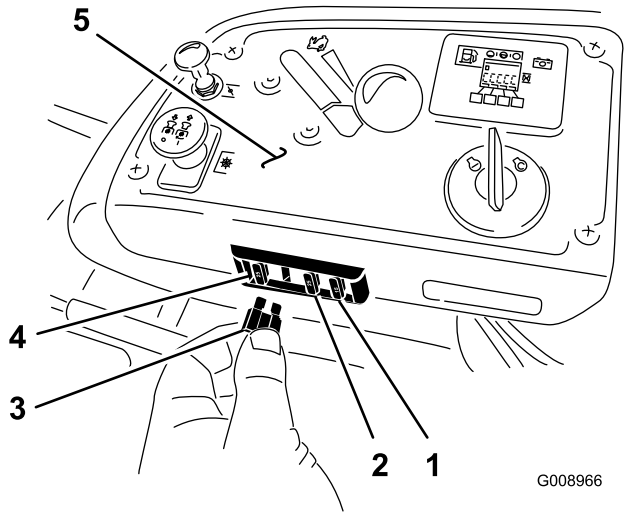

Figur 55
1. Säkringarna sitter på konsolen till höger om sätet (Figur 55).
3. Sätt i en ny säkring (Figur 55).